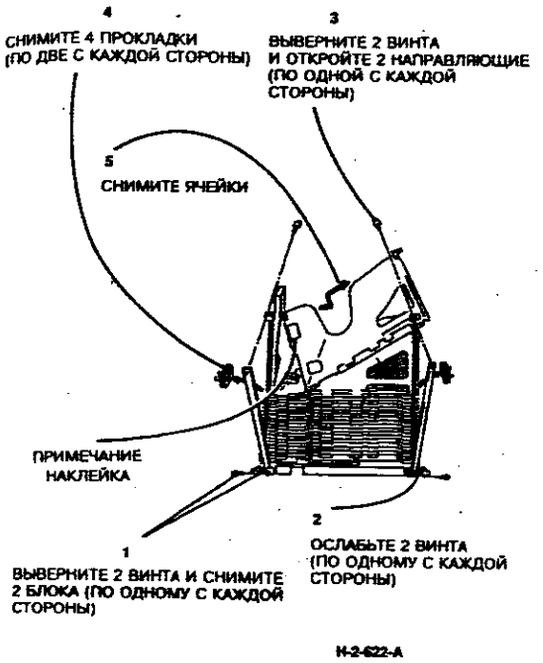

**Рисунок 4. Снятие ячеек**
8. (Рисунок 4) Снимите ячейки.
2. (Рисунок 4) Обратите внимание на то, что на верхней ячейке имеется наклейка с инструкцией для пользователя.